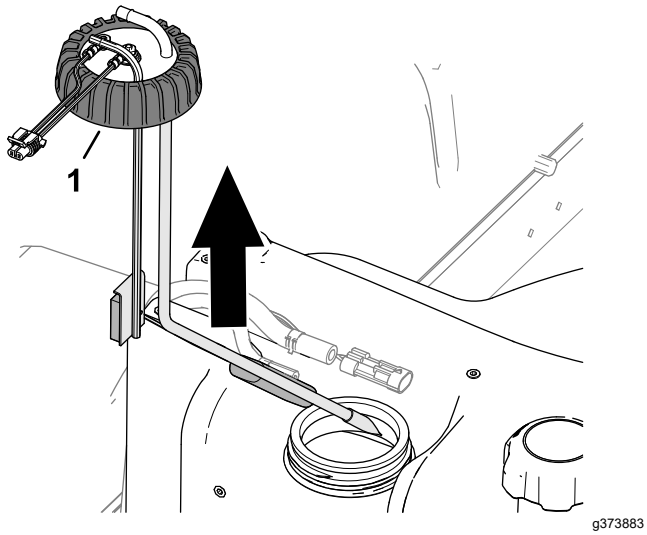

Figuur 94
5. Maak de dop van de brandstofsensor los (Figuur 94).